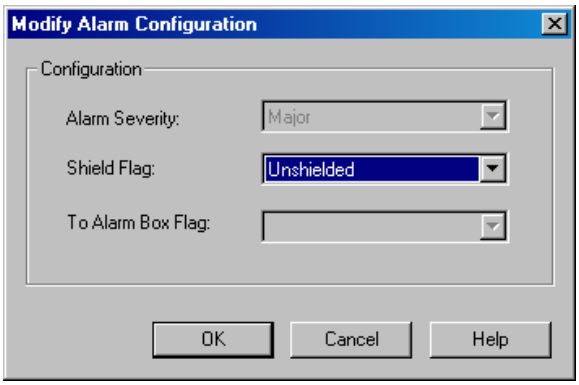

Figure 5-13 Modify Alarm Configuration dialog box
4) Select an alarm record to be modified in the window. You can select one record only each time. Then click **Modify** to display the **Modify Alarm Configuration** dialog box as shown in Figure 5-13.